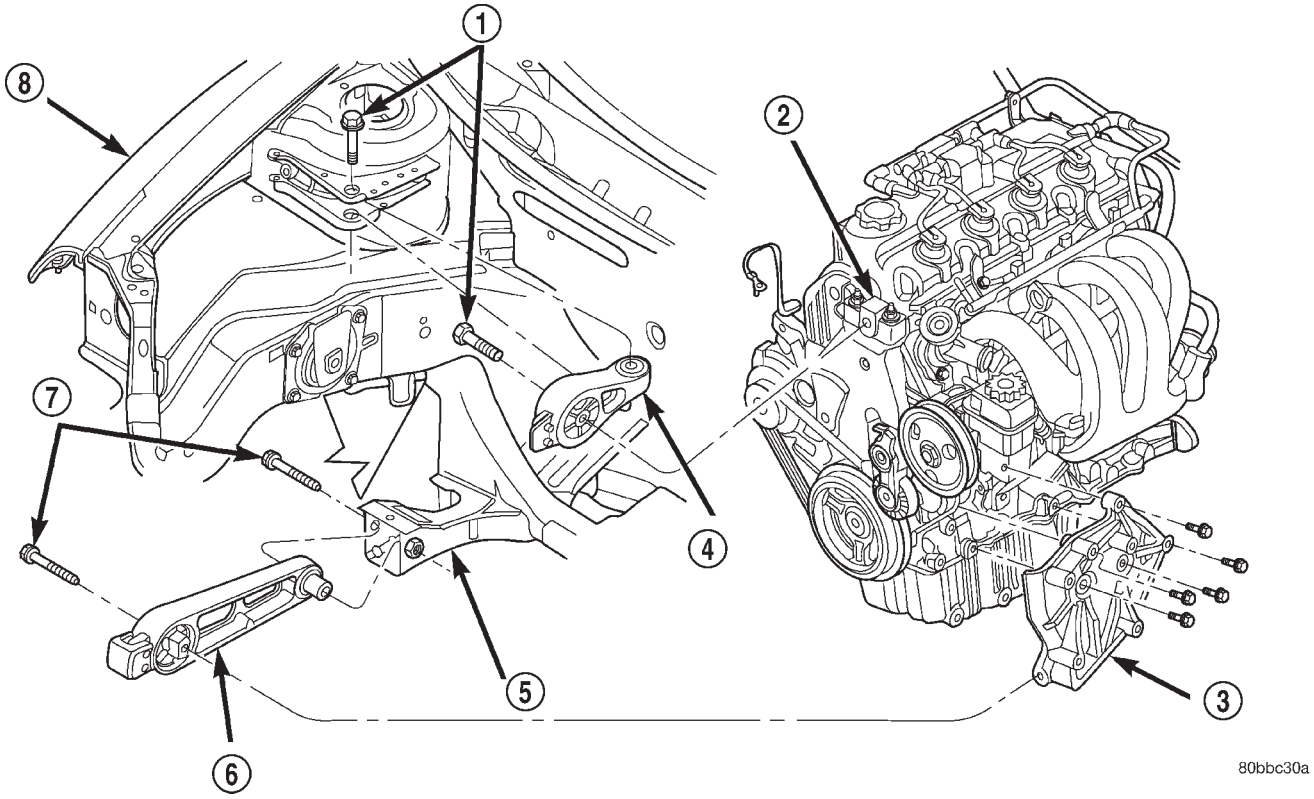

Abb. 135 Schrauben der Torsionsstreben
(1) Befestigungsschraube der oberen und unteren Torsionsstrebe am Querträger der Radaufhängung und am Träger am Federbeindom lockern (Abb. 135).
(4) Bei in der vorgeschriebenen Stellung festgehaltenem Motor die Schrauben der oberen und unteren Torsionsstrebe jeweils mit einem Anzugsmoment von 118 N·m (87 ft. lbs.) festziehen (Abb. 135).
(5) Rangierwagenheber entfernen.